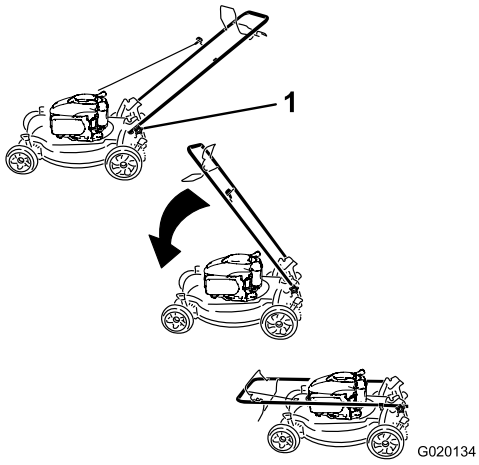

Figur 29
1. Løsne knottene på håndtaket til du kan flytte håndtaket fritt (Figur 29).
2. Flytt håndtaket fremover som vist i Figur 29.